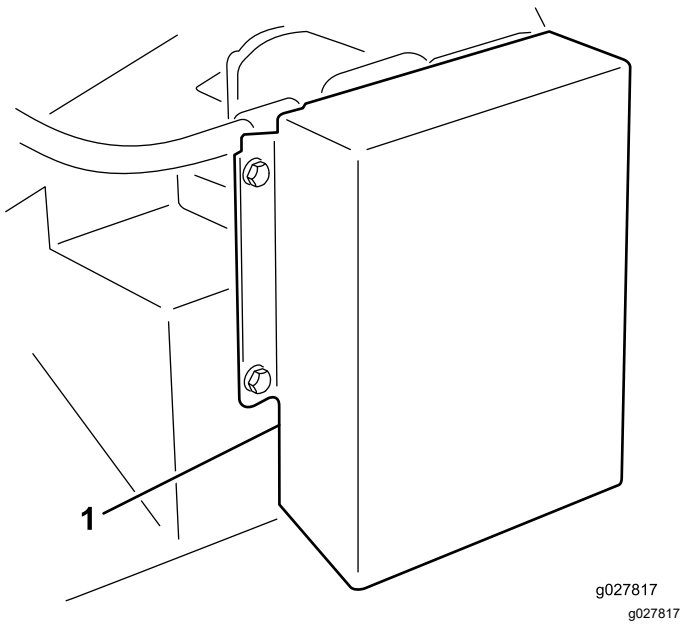

图 9
1. 卸下将马达罩固定到滚刷盘架的紧固件图 9。取下马达罩。
2. 在滚刷盘架的背面旋松将皮带张紧器固定到滚刷盘架的螺栓图 9。
3. 卸下将张紧器导板固定到驱动器安装座的螺栓和螺母图 9。螺栓卸下后皮带张紧力将会释放。